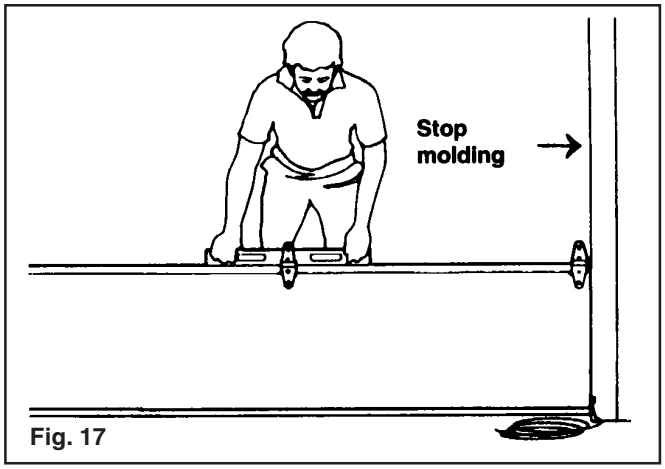

Fig. 17
**Step 5:** Place the section in the opening so that it is against the stop molding and centered from side to side. Place a level on the section and use a piece of wood under one end or the other (if necessary) to make the section level. (FIG. 17)